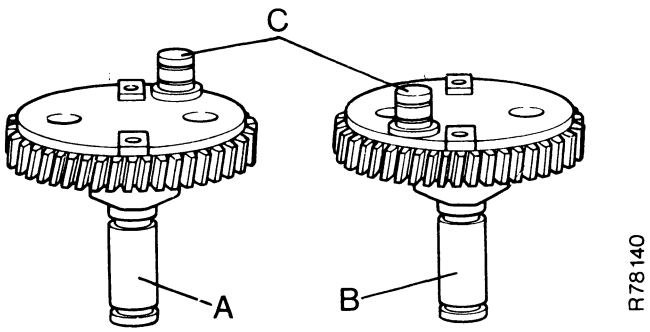

Figure H104
3. Make sure the crankpin is installed in the correct position if the wheel and shaft have been separated. See Figure H104.